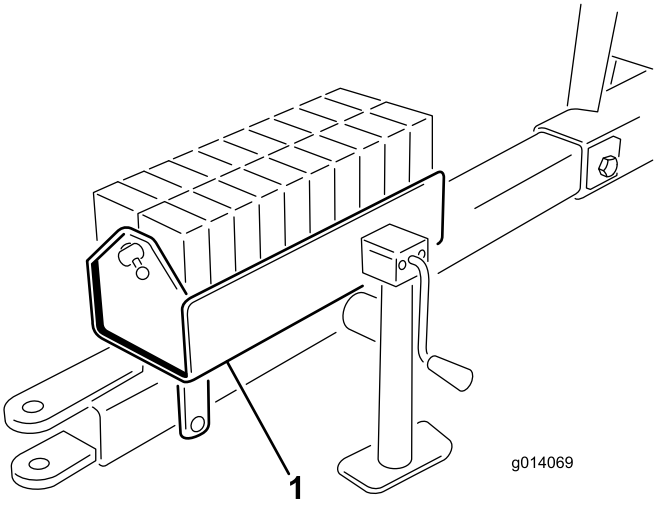

**Figur 6**
4. Monter vægtkassen på trækstangen med (2) 1/2 x 5–1/2 tommes bolte og låsemøtrikker, og tilspænd.
5. Fyld vægtkassen med vægtene, og monter stangen og tappen (Figur 6).